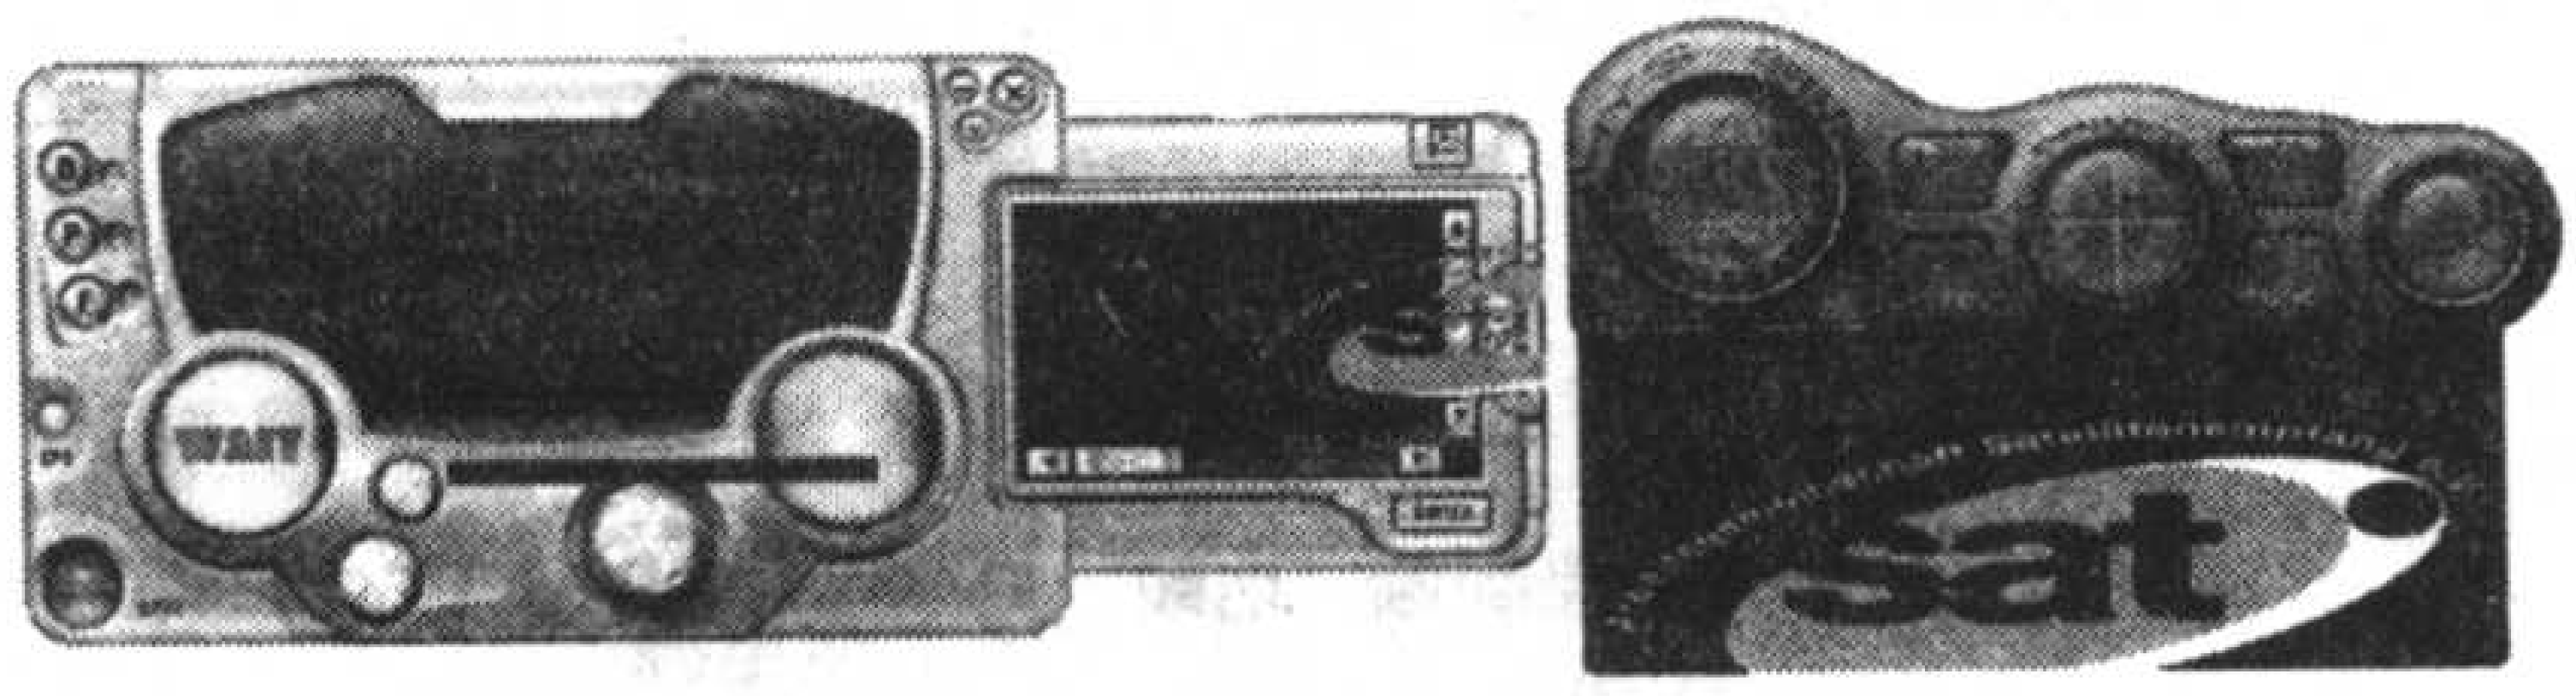

图 44
3. 选好图片后，点击打开，软件主界面下的进度指示条很快刷新；同时新图片显示在右边的预览框中(见图 44)。